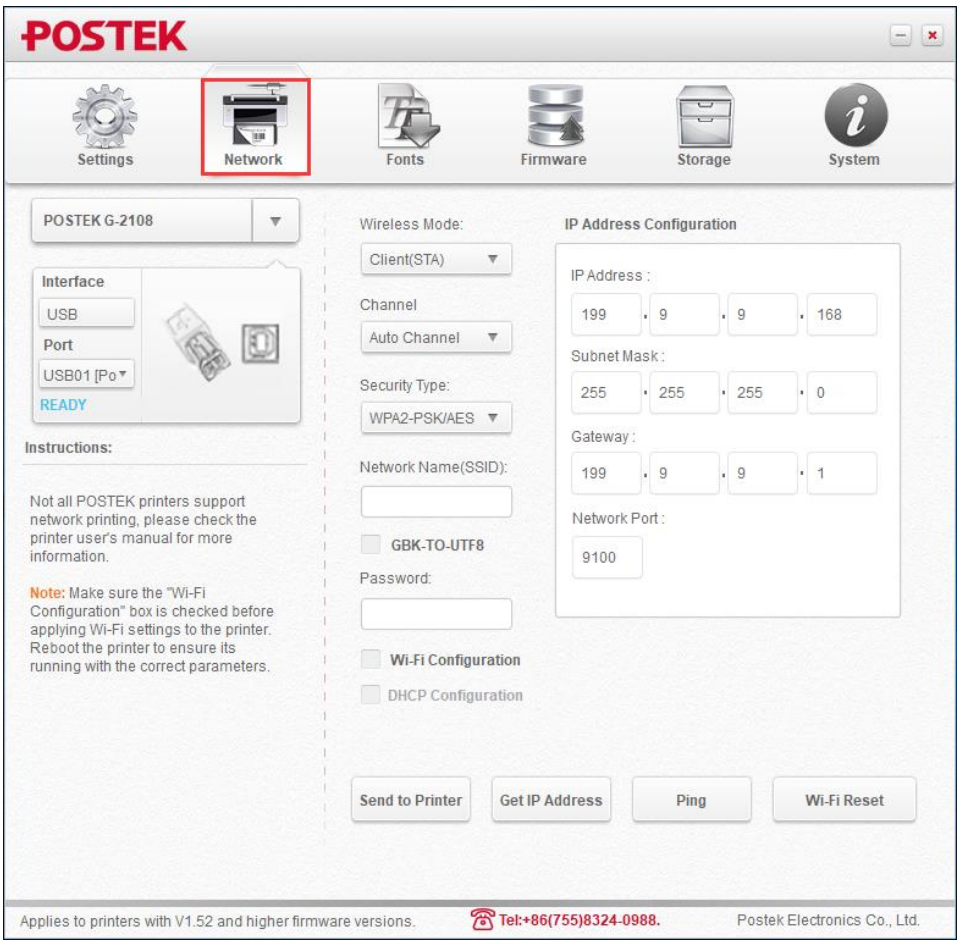

Figure 2-27 Open the Utility
3. Open the Utility software and click "Network", as shown in Figure 2-27.